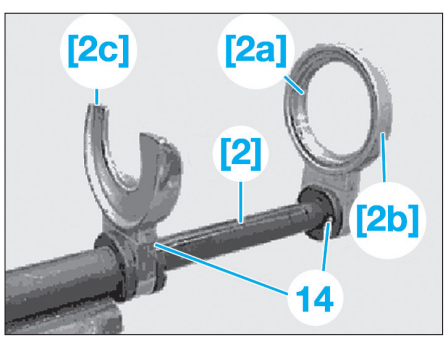

Fig. 12
• Serrer l'outil [2] dans un étau **(Fig.12)**.
• Positionner par le haut l'outil [2c] et [2b] avec l'insert [2a] sur l'outil [1], jusqu'à ce que les goujons d'arrêt (14) s'enclenchent de manière perceptible et audible.